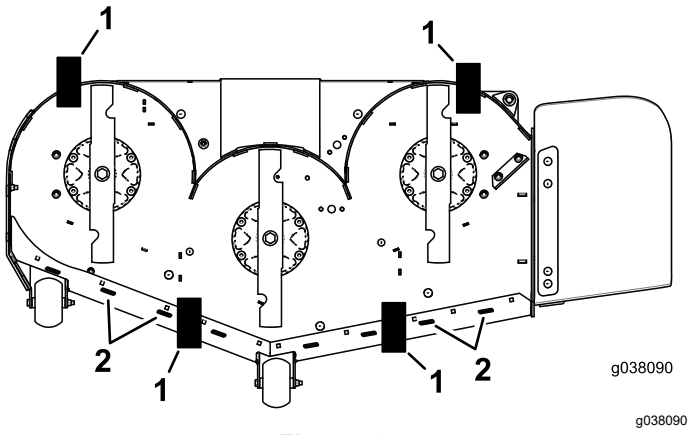

Figuur 84
11. Plaats 2 blokjes (zie tabel met blokhoogte en schuinte) onder de achterste rand van de maaikast; 1 blokje aan elke kant van het maaidek (Figuur 84).